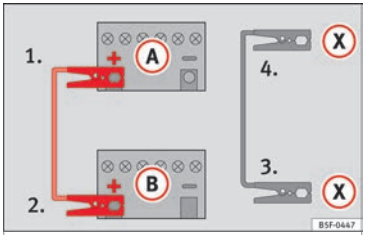

Fig. 70 Diagram of connections for vehicles with Start-Stop system.
– *For vehicles with Start-Stop system:* connect one end of the *black* jump lead (X) to a suitable ground terminal, to a solid piece of metal in the engine block, or to the engine block itself ››› Fig. 70.
5. Connect the other end of the *black* jump lead (X) to a solid metal component bolted to the engine block or to the engine block itself of the vehicle with the flat battery. Do not connect it to a point near the battery (A).